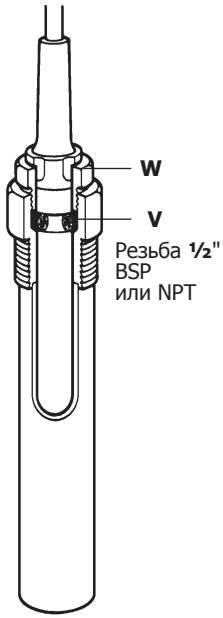

Рис. 5
Верхняя часть гильзы выполнена точно также как и ниппель и должна быть завинчена в резьбовое соединение (**½**" BSP или **½**" NPT) подготовленное в точке замера. Вставьте датчик в гильзу так, чтобы уплотнительное кольцо 'O' село на место в ниппеле, как это показано на рис. 5, и заверните нажимную гайку (W) для сжатия кольца 'O'.